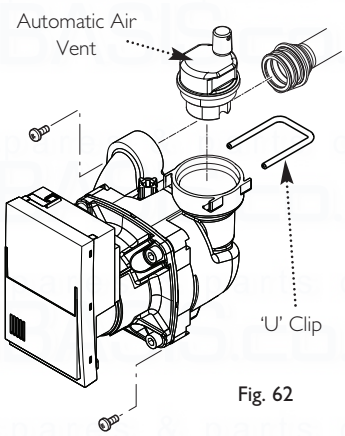

Fig. 62
13.16 Automatic Air Vent - Wilo (Fig. 62)